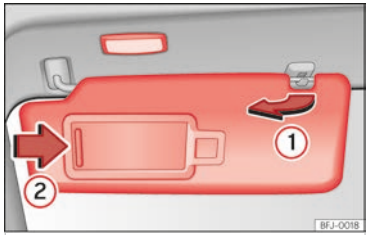

Fig. 113 Parasol.
- El parasol puede extraerse de la fijación y girarse hacia la puerta ››› **fig. 113** ①.